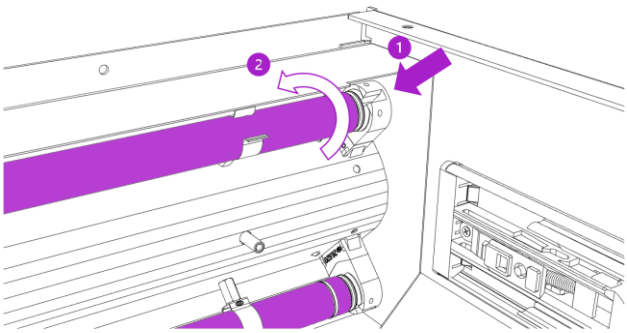

Fig. 18
1. Install new UV-C lamps as indicated in Fig. 18 (1). Turn UV-C lamps in direction of arrow (2) until you hear a clicking sound. **Notice: *Li.LAC* will only operate if both UV-C lamps are installed.**